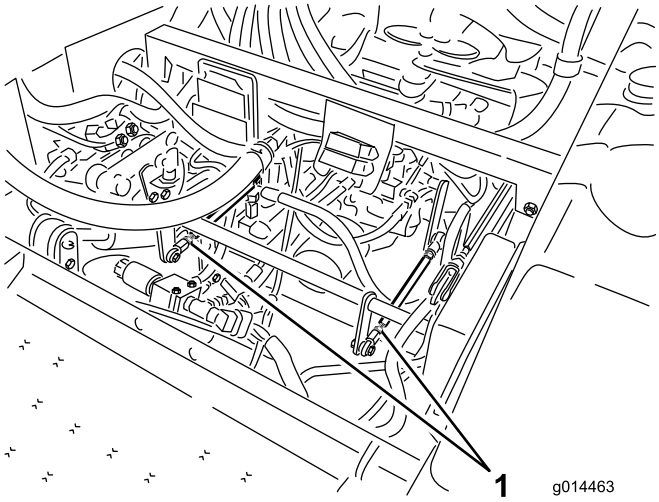

Рисунок 38
- Если вращается левое заднее колесо, ослабьте зажимные гайки на левой тяге управления трансмиссией (Рисунок 38).